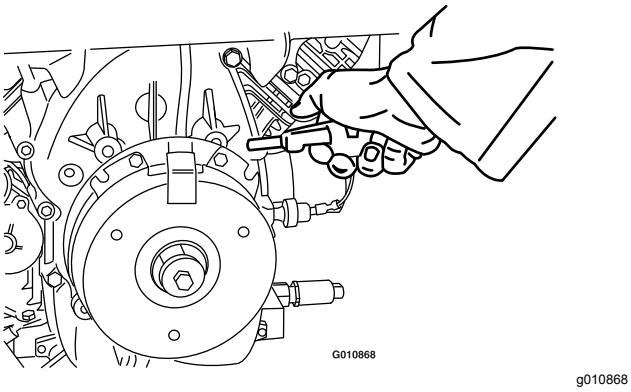

**Figur 73**
2. Använd tryckluft för att blåsa bort skräp som ansamlats under bromsstången och runt bromsdistanserna (Figur 73).